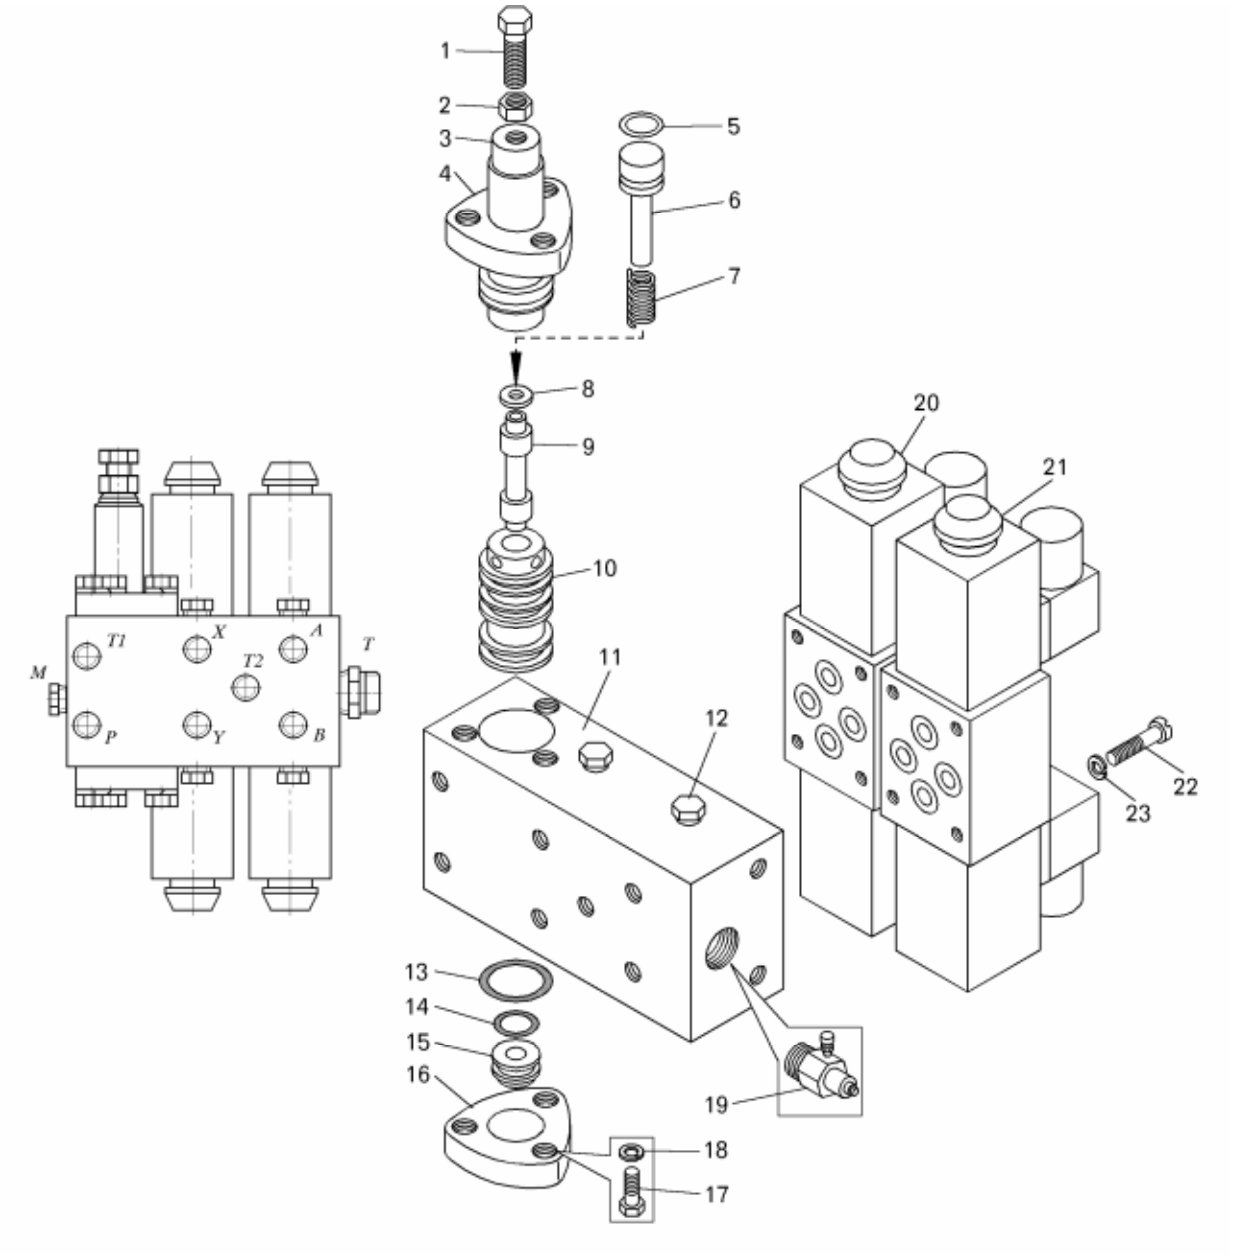

Рисунок 14.8 – Блок управления:
– отвернуть винты 22 (рисунок 14.8) и отсоединить гидрораспределители 20 и 21;